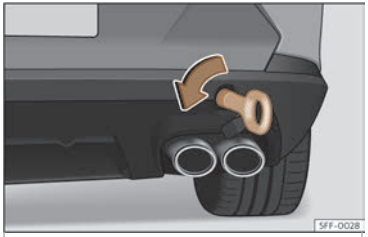

Fig. 47 A la part dreta del para-xocs del darrere:argolla de remolc enroscada.
- Enrosqueu l'argolla de remolc a l'allotjament girant-la al màxim **en el sentit contrari al de les agulles del rellotge**››› **fig. 47** ››› ❗. Utilitzeu un objecte adequat amb el qual pugueu enroscar completament i fermament l'argolla de remolc en el seu allotjament.